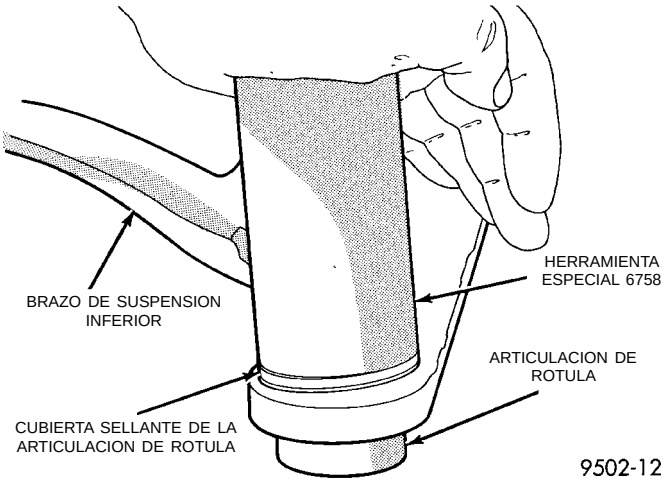

Fig. 70 Instalación de la cubierta sellante de la articulación de rótula
(5) Emplace la Cubeta receptora, Herramienta especial 6758 sobre la cubierta sellante de manera que quede alineada con el borde inferior de la cubierta sellante (Fig. 70). Aplique presión **MANUALMENTE** en la Herramienta especial 6758, hasta que la cubierta sellante quede colocada a presión y perpendicular contra la superficie superior del brazo de suspensión inferior.